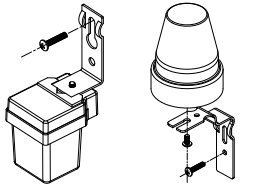

Рис.1
• Смонтированное на крепёжном уголке фотореле установите на месте установки. Фотореле 26988 5, 26989 2 устанавливается основанием вниз, фотореле 26987 8 устанавливается основанием вверх рис.1.
- коричневый провод - фаза (L);
- синий провод - нейтраль (N);